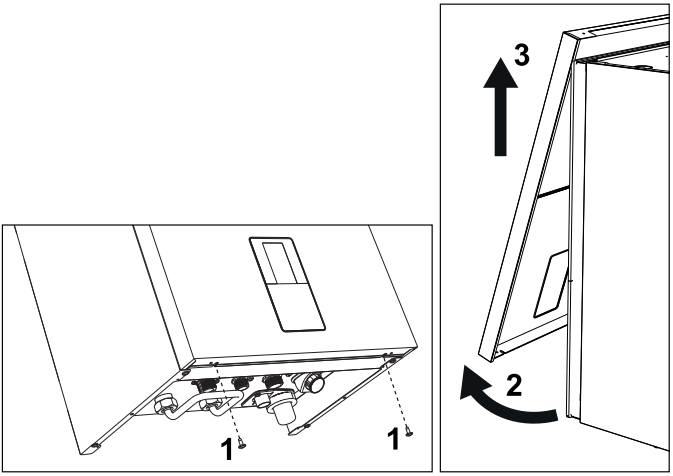

fig. 42- Deschiderea panoului frontal
1. Deşurubaţi şuruburile „1” (consultaţi fig. 42).